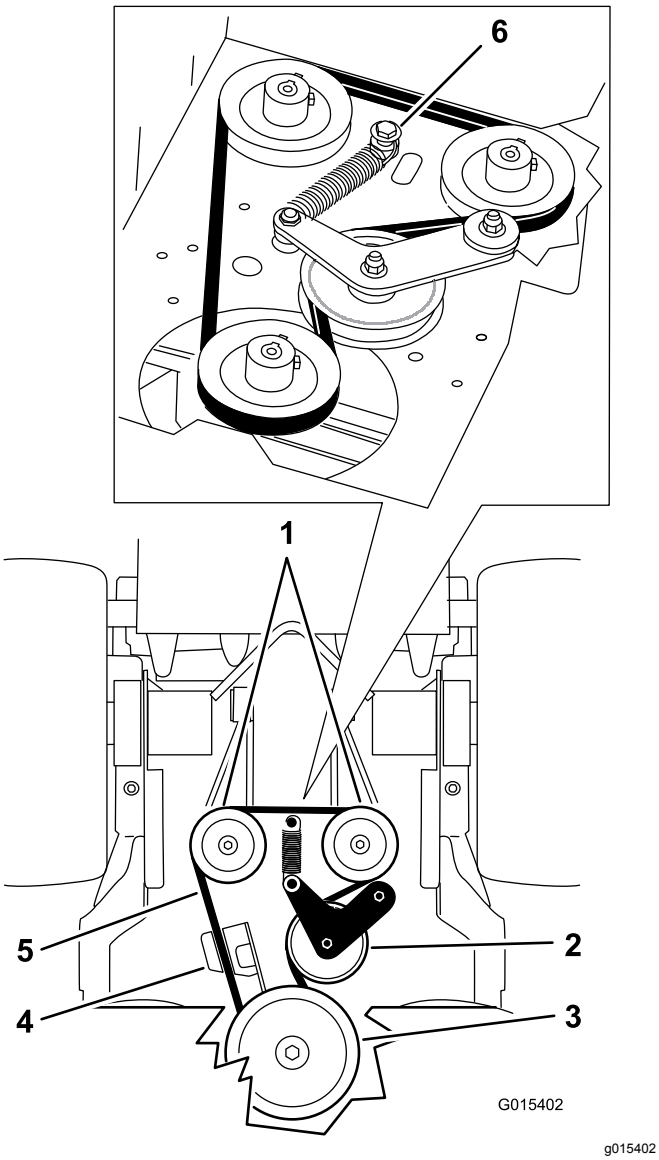

Rysunek 66
5. Wykręć śrubę stopniowaną, nakrętkę i podkładkę z płyty podstawy silnika i zdejmij ją wraz ze sprężyną (Rysunek 66).
6. Zdejmij pasek napędowy pompy (Rysunek 66).
8. Załóż sprężynę na śrubę stopniowaną z podkładką, a następnie przykręć ją do płyty podstawy silnika, używając do tego nakrętki (Rysunek 66).